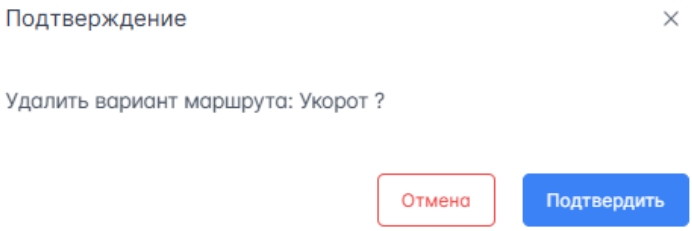

Рисунок 105 – Подтверждение удаления трассы для маршрута
2. Нажать на кнопку , откроется окно подтверждения удаления (рисунок 105).